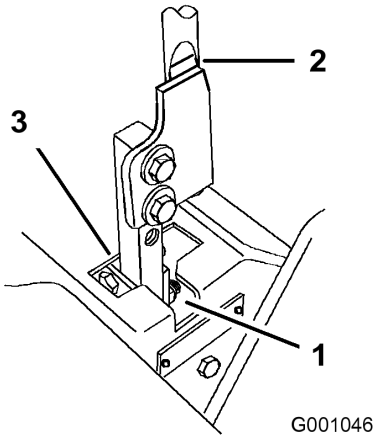

Figure 62
5. Placez le levier au point mort, sans le verrouiller (Figure 62).
6. Tirez-le ensuite en arrière jusqu'à ce que l'axe de chape (situé sur le bras au-dessous de l'axe de pivot) touche l'extrémité de la fente (c.-à-d. commence juste à appuyer sur le ressort) (Figure 62).
7. Vérifiez la position du levier par rapport au cran de la console (Figure 62). Il doit être centré de façon à pouvoir pivoter vers l'extérieur jusqu'à la position de verrouillage du point mort.